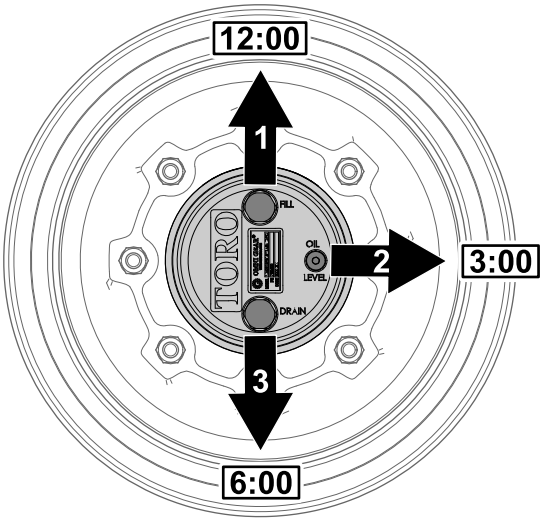

Figur 98
1. Med maskinen på en jevn flate, plasser hjulet slik at påfyllingspluggen er plassert i urviserstilling kl. 12, kontrollpluggen i urviserstilling kl. 3 og tappepluggen i urviserstilling kl. 6 (Figur 98).
2. Ta ut kontrollpluggen, som er i klokken tre-stilling (Figur 98).
1. Med maskinen på en jevn flate, plasser hjulet slik at fyllpluggen er plassert i urviserstilling kl. 12, kontrollpluggen i urviserstilling kl. 3 og tappepluggen i urviserstilling kl. 6. Se Figur 98 i Sjekke smøremiddel i planetgiret (side 65).